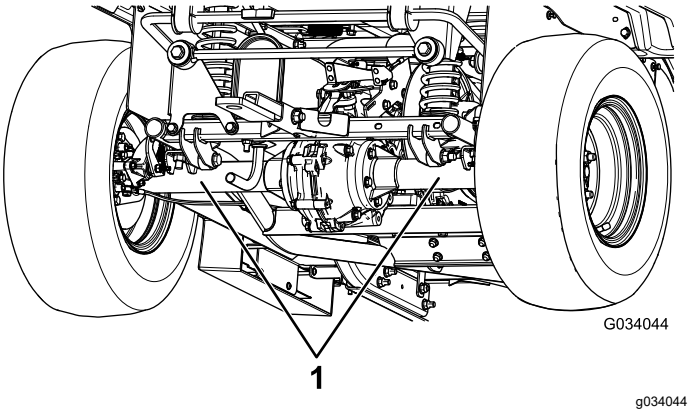

Figuur 22
- Het hefpunt aan de achterzijde van de machine bevindt zich onder de asbuizen (Figuur 22).